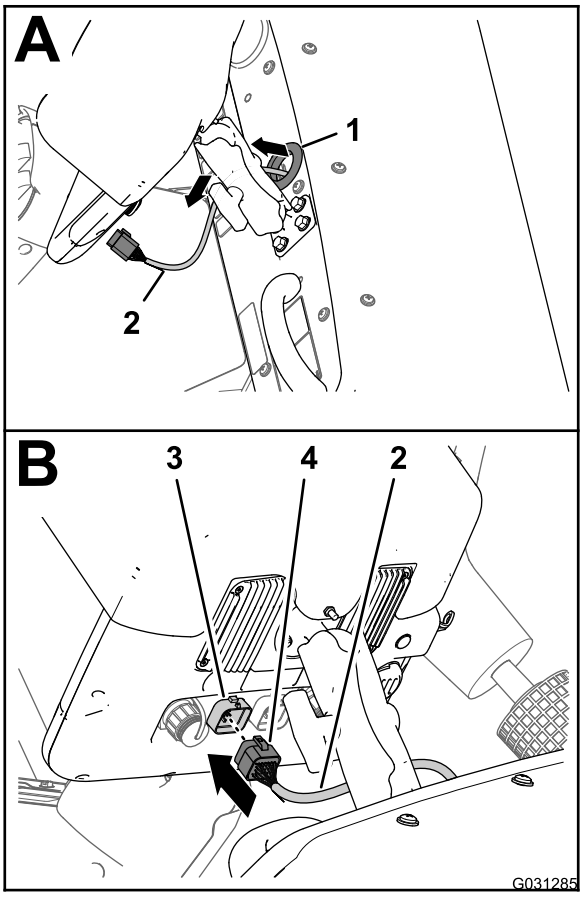

Figur 176
5. Dra datakablagedelen på 220 cm upp genom hylsan som omger hålet i instrumentbrädan (Figur 176).
6. Rikta in kontakten med 26 uttag på datakablaget mot kontakten med 26 stift på sprutdisplayen och tryck in uttagskontakten i stiftkontakten tills kontaktspärren snäpper ordentligt på plats (Figur 176).